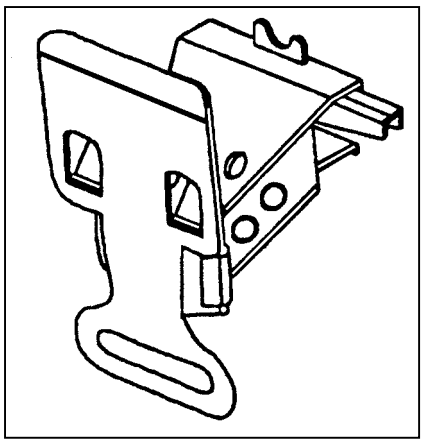

Figure 3-5. Ammunition adapter.
The ammunition adapter is used on the M240B machine gun when firing. This adapter allows the gunner to use the 100-round carton and bandoleer. (Figure 3-5)
a. **Attaching the Ammunition Adapter**. The ammunition adapter is fitted to the left side and under the feed tray of the receiver. When looking at the left side of the receiver, you will see a slot and a button under the feed tray (Figure 3-5). The gunner first attaches
the bandoleer holder to the base of the adapter by inserting the tapered end (green plastic) of the holder into the adapter. Then the gunner opens the cover assembly, and raises the feed tray. He inserts the curved lip of the adapter assembly into the slot located in the rail on the left of the receiver, below the feed tray, depressing the lever on the adapter assembly, and pushing the assembly towards the receiver, until it is against the receiver. Releasing the lever to allow the adapter assembly to secure itself onto the button on the receiver (Figure 3-5).